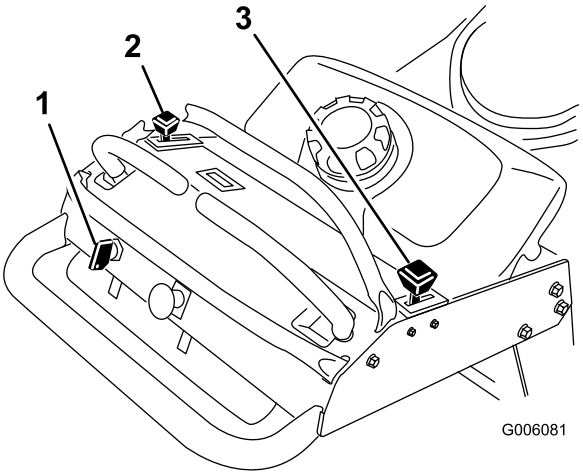

Figura 9
4. Mueva el control del acelerador a la posición de Rápido y mueva la palanca del estárter a la posición de Conectado antes de arrancar el motor si éste está frío (Figura 9).
2. Ponga el acelerador en Lento (Figura 9).